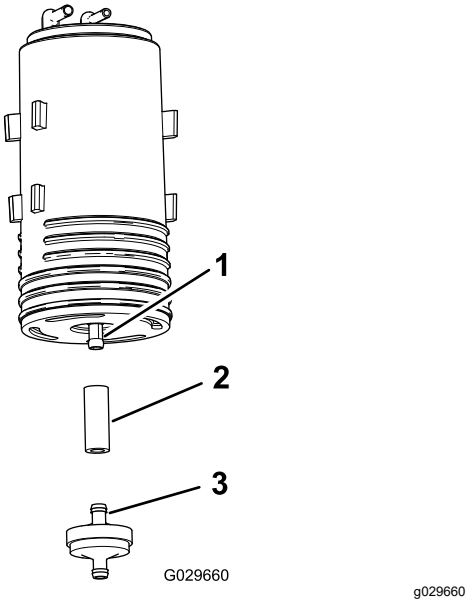

Figur 51
4. Ta bort kolkanisterfiltret och den korta slangsektionen från den nedre kopplingen på den gamla kolkanistern (Figur 51).
5. Anslut slangen till den nedre kopplingen på den nya kolkanistern (Figur 51).
6. För in det nya kolkanisterfiltrets koppling i slangen (Figur 51).